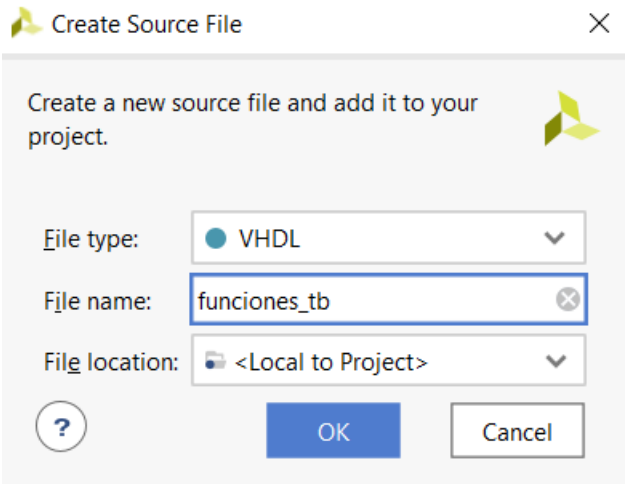

Figura 20. Captura de pantalla de *Create Source File* con el campo *File name* completado con el nombre del *test bench*
4. A continuación, el asistente pide un nombre de fichero para el *test bench* que va a proceder a crear (Figura 20).